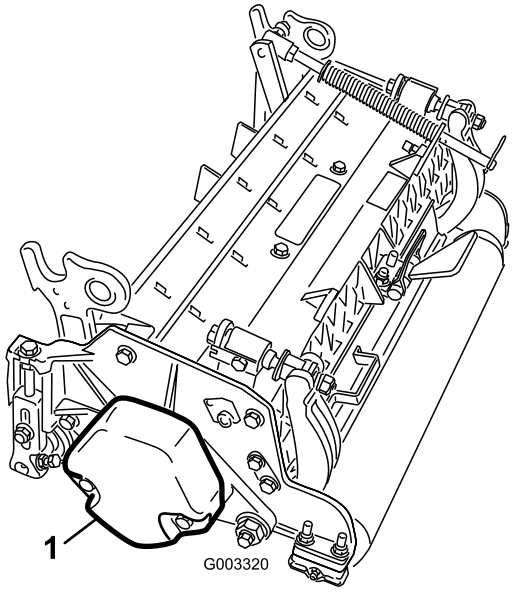

Figuur 3
4. Zorg ervoor dat het contragewicht (Figuur 3) wordt gemonteerd aan het juiste uiteinde van het maaidek volgens de instructies in de *Gebruikershandleiding* van het maaidek.